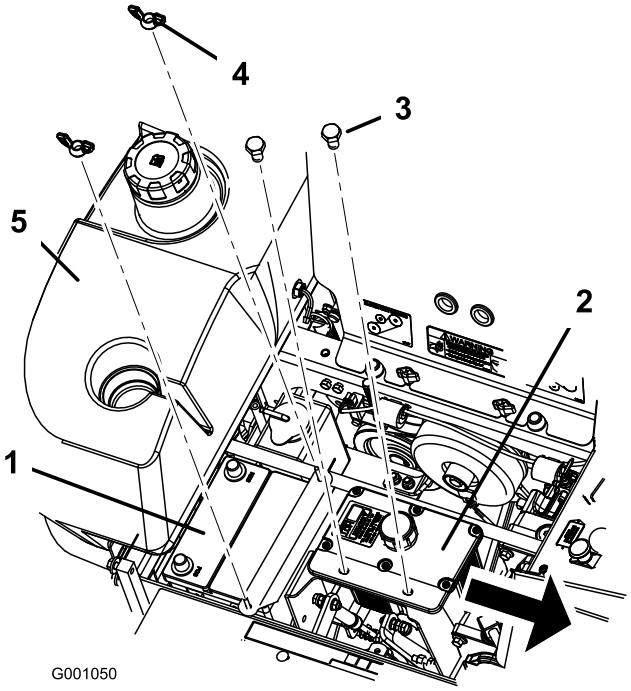

Figur 49
6. Fjern de to vingemøtrikker (1/4 tomme), som fastholder batteriets spændestykke (Figur 49).
7. Løsn de to bolte, der holder hydrauliktanken (Figur 49).
1. Placer batteriet i bakken, så polerne vender væk fra hydrauliktanken (Figur 49).
6. Fastgør batteriet med J-bolte, hold spændestykket og 2 skiver (1/4 tomme) nede og 2 vingemøtrikker (1/4 tommer) (Figur 49).